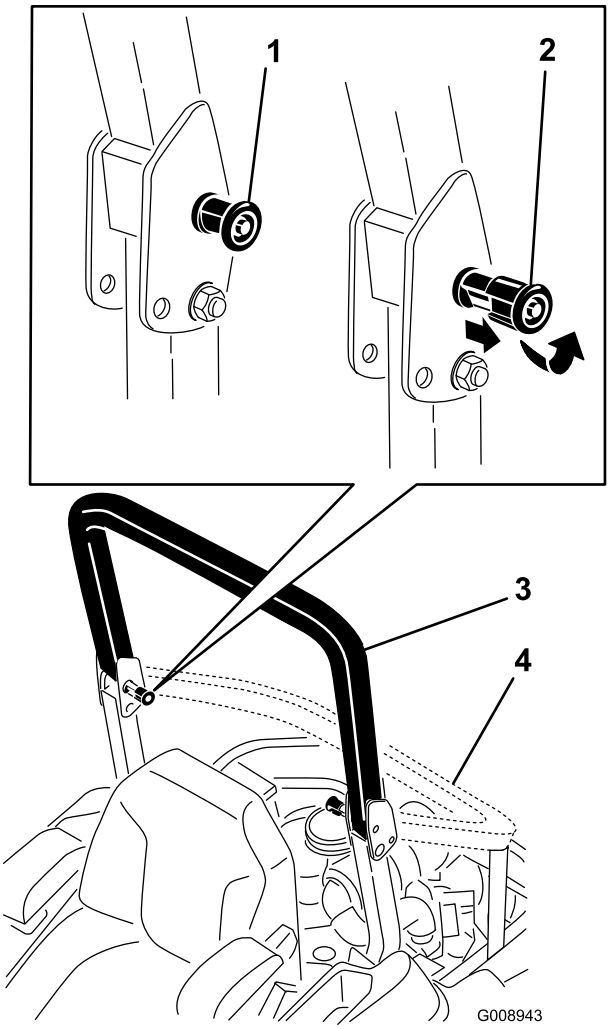

Figur 7
2. Træk begge greb ud, og drej dem 90°, så de ikke sidder fast (Figur 7).
3. Sænk styrtbøjlen til sænket position (Figur 7).
4. Hæv styrtbøjlen til betjeningsposition, og drej grebene, så de skubbes delvist ind i rillerne, for at hæve styrtbøjlen (Figur 7).
5. Løft styrtbøjlen til helt oprejst position, samtidig med at der skubbes på den øverste del af styrtbøjlen. Derefter springer stifterne på plads, når hullerne placeres ud for stifterne (Figur 7). Tryk på styrtbøjlen, og kontroller, at begge stifter sidder fast.